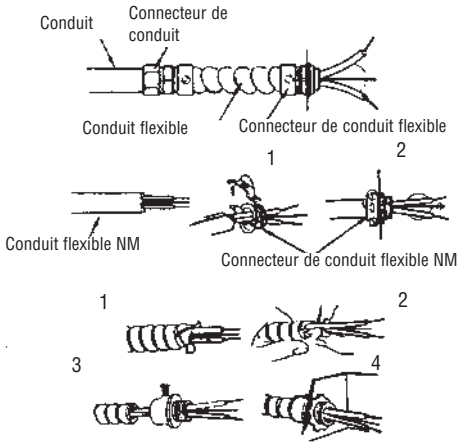

Figure 2 - Connecteurs, câble et matériel utilisés pour connecter l'UH724STA
REMARQUE : Pour certaines applications un conduit peut être nécessaire (voir la Figure 2). Vérifiez le contenu des normes électriques locales. Si le câblage passe dans un conduit, assurez-vous qu'il y aura assez de conduit flexible pour pouvoir tourner le radiateur si nécessaire.
2. Branchez les connecteurs de câble sur l'appareil (Voir la Figure 2) en glissez le fil calibre 8 dans le connecteur de câble. Tirez suffisamment de fil dans le connecteur pour pouvoir réaliser les raccordements.